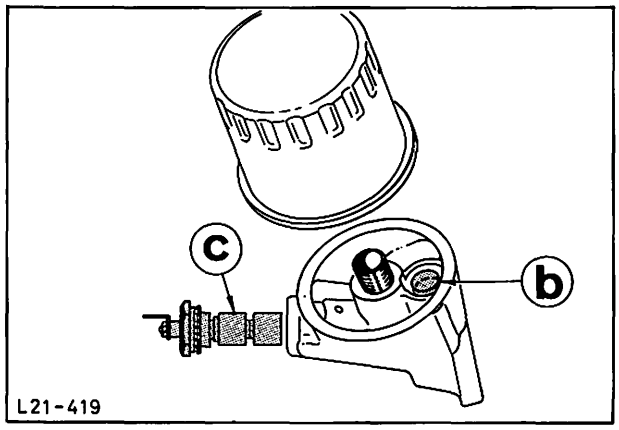

Abb. 35a Ölfiltersockel
b) das **By-pass-Ventil,** Abb. 35a, im Ölfiltersockel überbrückt (bei verschmutzter Ölfilterpatrone) die Schmutz- mit der Reinseite, läßt also ungefiltertes Öl an die Lagerstellen gelangen;
c) der Öldruckschalter, Abb. 35a, mit dem Doppelkolben-**By-pass-Kontrollventil.** Der zweite Kolben dieses Ventils läßt die Öldruck-Kontroll-Leuchte aufleuchten, kurz bevor das By-pass-Ventil öffnet, also als Anzeige für eine verschmutzte Filterpatrone.